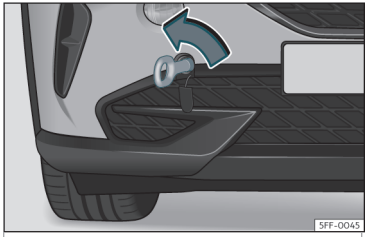

Fig. 44 Parte derecha del parachoques delantero: argolla de remolque enroscada.
- Enrosque la argolla de remolque en el alojamiento girándola al máximo **en el sentido contrario al de las agujas del reloj**››› **fig. 44**